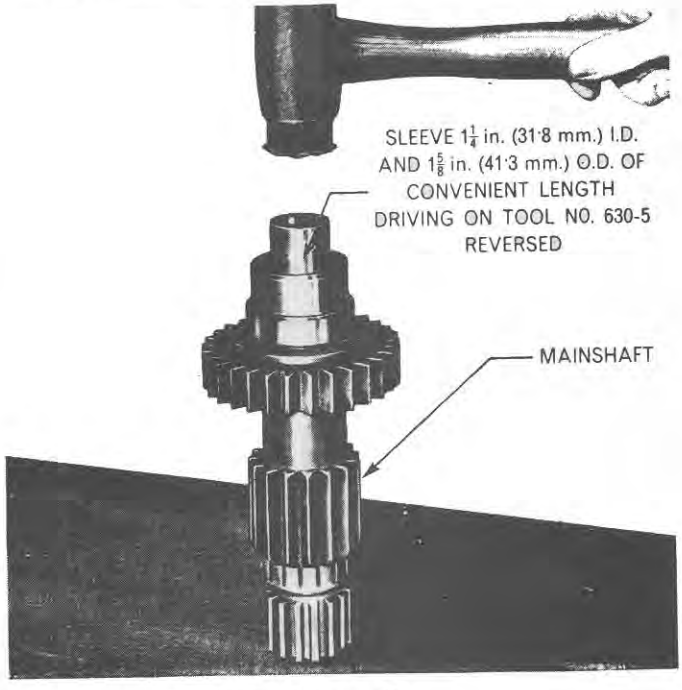

Figure 80
7. If necessary, install a new P.T.O. drive shaft oil seal (after lightly greasing the sealing lip) in the forward end of the mainshaft, with the sealing lip facing rearwards, using Tool No. 630-5 (reversed) and sleeve $1\frac{1}{4}$ in. (31·8 mm) I.D. and $1\frac{5}{8}$ in. (41·3 mm) O.D. of convenient length, Figure 80.